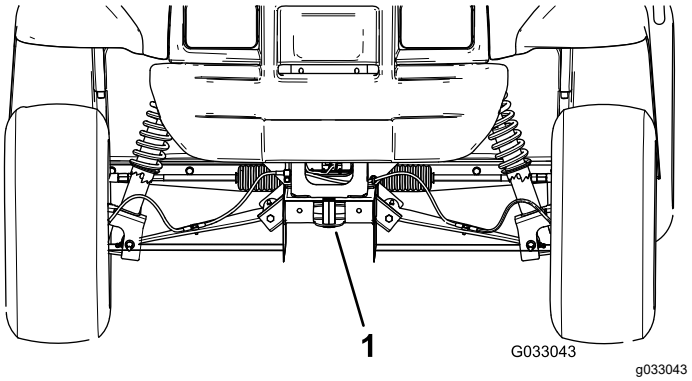

Figuur 19
- Het hefpunt vooraan de machine bevindt zich aan de voorzijde van het frame, achter de sleeplip (Figuur 19).